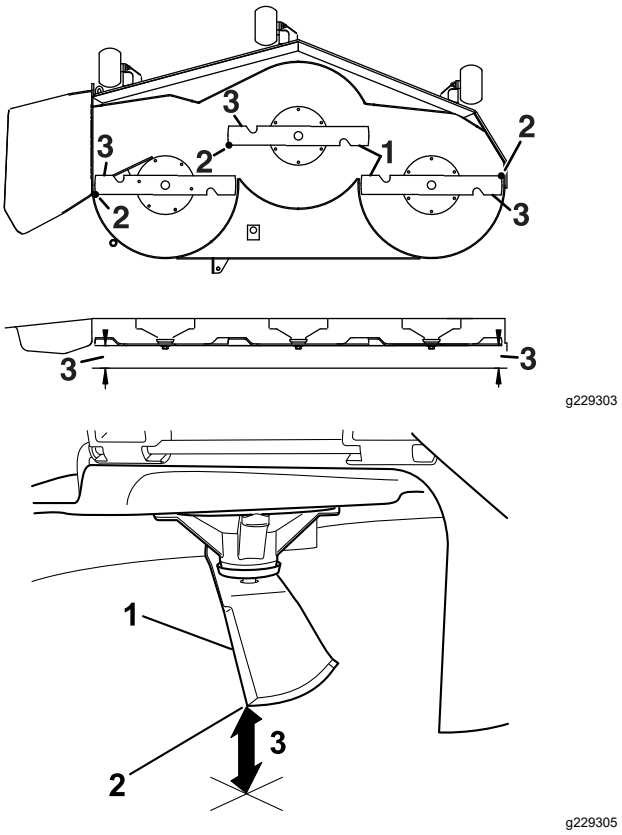

**Figur 81**
6. Mål mellom knivtuppen og den flate overflaten (Figur 81). Juster nivelleringen hvis målene ikke er innenfor 5 mm. Fortsett med denne prosedyren.
12. Roter knivene forsiktig fra side til side (Figur 81).